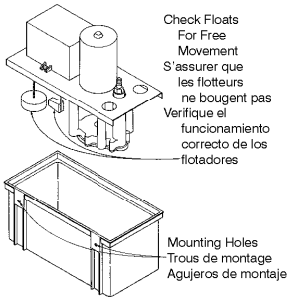

Fig. 1
3. Mount the pump. There are two vertical mounting surfaces (Fig. 1) on one side of the tank to mount on side of air conditioning unit, or nearby wall. Mounting holes can be drilled in this surface, but should not exceed one inch from the top of the tank to prevent possible spillage of water.
3. Assembler la pompe. Un des côtés du réservoir comporte deux surfaces de montage verticales (Fig. 1), afin que la pompe puisse être installée sur le côté du climatiseur ou sur un mur avoisinant. Il est possible de percer des trous de montage dans cette surface, dans la mesure où ils sont à moins d'un pouce du haut du réservoir, afin d'éviter tout risque de déversement.
3. Monte la bomba. Como se muestra en la fig. 1, el tanque tiene en uno de sus lados dos superficies verticales de montaje para montar al lado de la unidad de aire acondicionado o en una pared cercana. Se puede taladrar perforaciones de montaje en esa superficie, pero estas deben hacerse en la primera pulgada del borde superior del tanque, para evitar posibles derrames de agua.